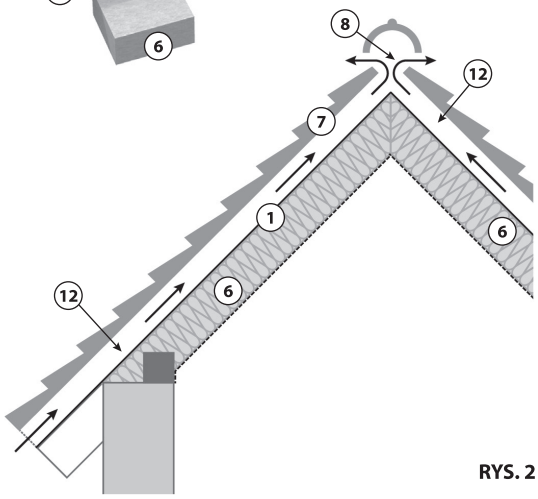

RYS. 2
4. MWK umożliwia permanentne osuszanie dachu, ale tylko gdy jest stały przepływ powietrza atmosferycznego nad nią, wzdłuż kontr łat (rys.2). Otwory wlotowe i wylotowe przestrzeni lub szczeliny wentylacyjnej znajdującej się nad nią musza być drożne i osłonięte przed zwierzętami a wysokość szczeliny musi być odpowiednio dobrana do wielkości dachu według Instrukcji nr 2 / DIN 4108 - 3.